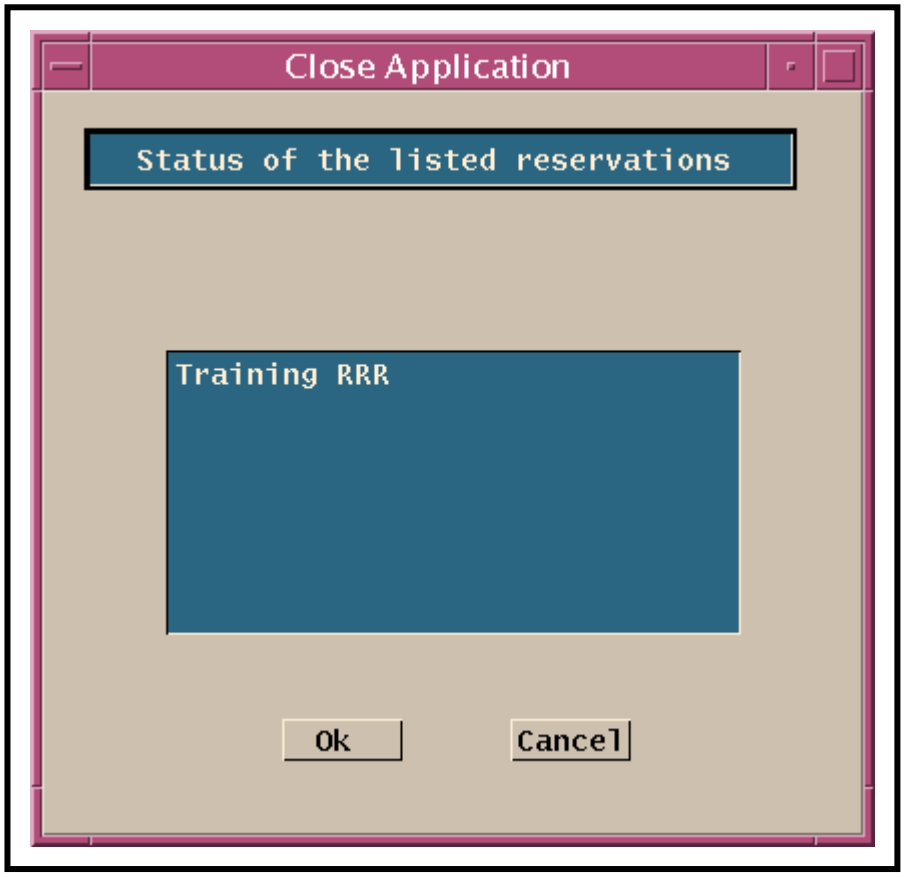

Figure 7. Close Application Pop-Up Dialogue Box
- If there are any resource reservation requests with a status of "approved" listed on the **Resource Scheduler**, a **Close Application** pop-up dialogue box (Figure 7) is displayed with a message "Status of the listed reservations" and a list of the resource reservation requests with "approved" status.